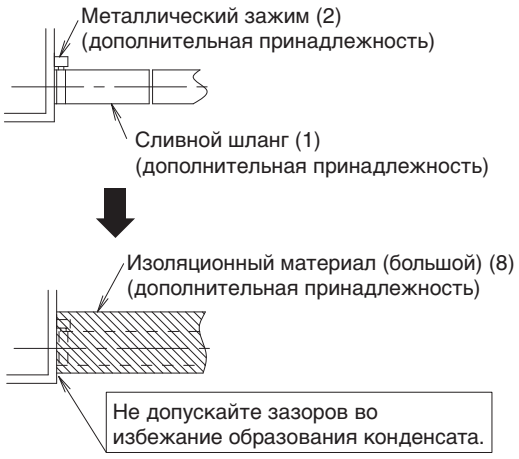

Рис. 25
- Следует использовать сливной шланг (1) и металлический зажим (2), имеющиеся в комплекте. Также вставьте сливной шланг (1) в основание дренажного гнезда и плотно закрепите его металлическим зажимом (2). **(См. рис. 25 и 26)**
- При выполнении изоляции наматывайте имеющийся в комплекте изоляционный материал (большой) (8) от металлического зажима (2) и сливного шланга (1) в направлении, указанном стрелкой. **(См. рис. 25 и 26)**